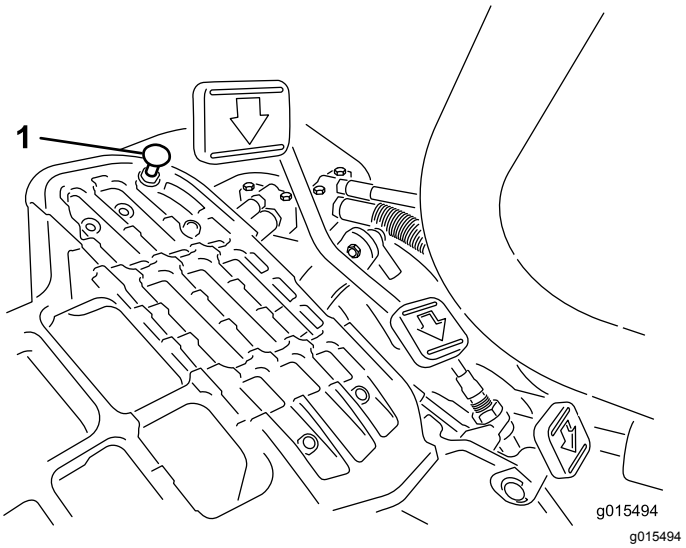

Figuur 35
Om de maximale transportsnelheid te verkrijgen, moet u de schakelhendel in de TRANSPORTSTAND zetten en het tractiepedaal intrappen. Als het pedaal contact maakt met de pedaalaanslag (Figuur 35) voordat u spanning op de kabel voelt, voer dan de volgende afstelprocedure uit:
1. Zet de schakelhendel in de TRANSPORTSTAND en draai de borgmoer los waarmee de pedaalaanslag is bevestigd aan de vloerplaat (Figuur 35).